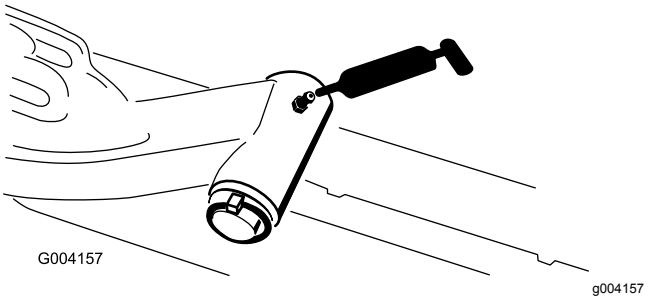

Figur 66
- Løftearmenes drejeaksel (1 hver) (Figur 66)